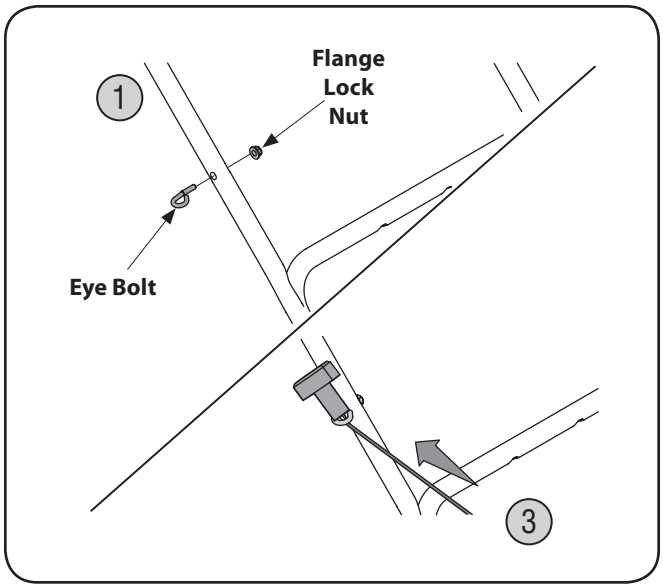

Figure 3-10
NOTE: Use the hardware in Group 5 and refer to Figure 3-10 to complete the following steps.
1. Attach the eye bolt to the upper handle and loosely thread the lock nut on to secure it. Do NOT tighten. See Figure 3-10 .
3. Loop the rope through the eye bolt. See Figure 3-10.